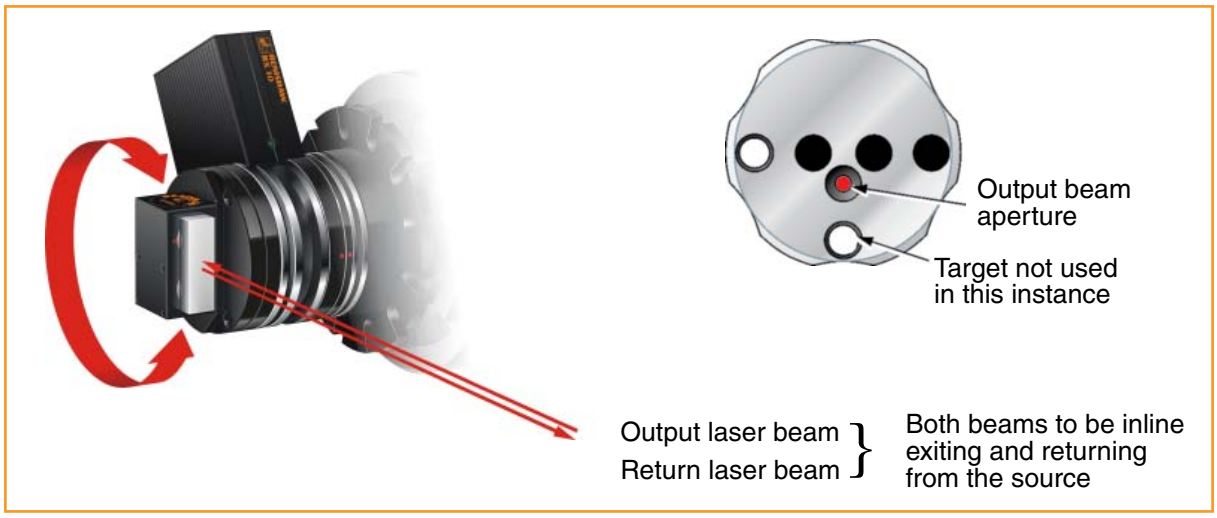

Figure 12
1. Place a steel gauge block in the path of the laser beam and against the angular reflector. For vertical adjustments, rotate the reflector so that the reflected beam from the gauge block surface is returned into the output beam aperture on the laser head. Lock the optic plate into position. For horizontal adjustments, rotate the yaw controls on the laser tripod stage so that the reflected beam from the gauge block surface is returned into the output beam aperture on the laser head. When this occurs, the laser beam is aligned (it is not unusual for the laser to go unstable when the return beam enters the output aperture) as shown in Figure 12.